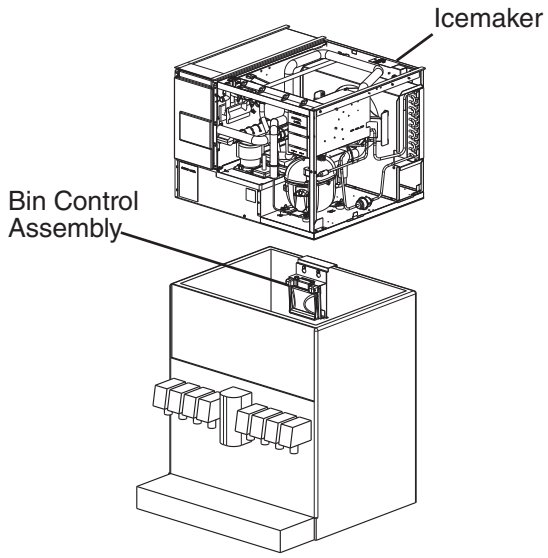

Fig. 4a
8) Place the icemaker on top of the dispenser unit/ice storage bin. See Figs. 4a and 4b. ***NOTICE!*** **Confirm bin control bracket is in its correct position.**